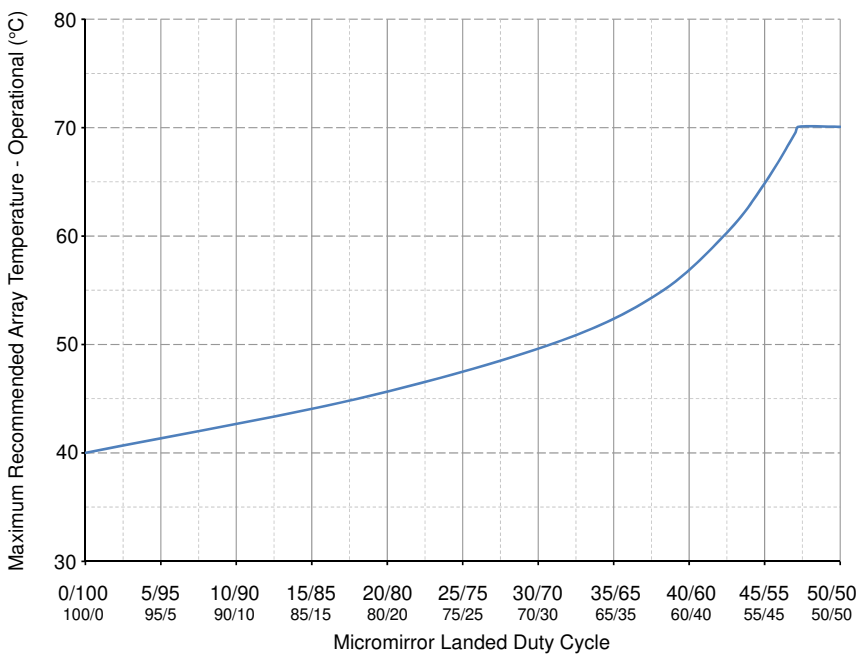
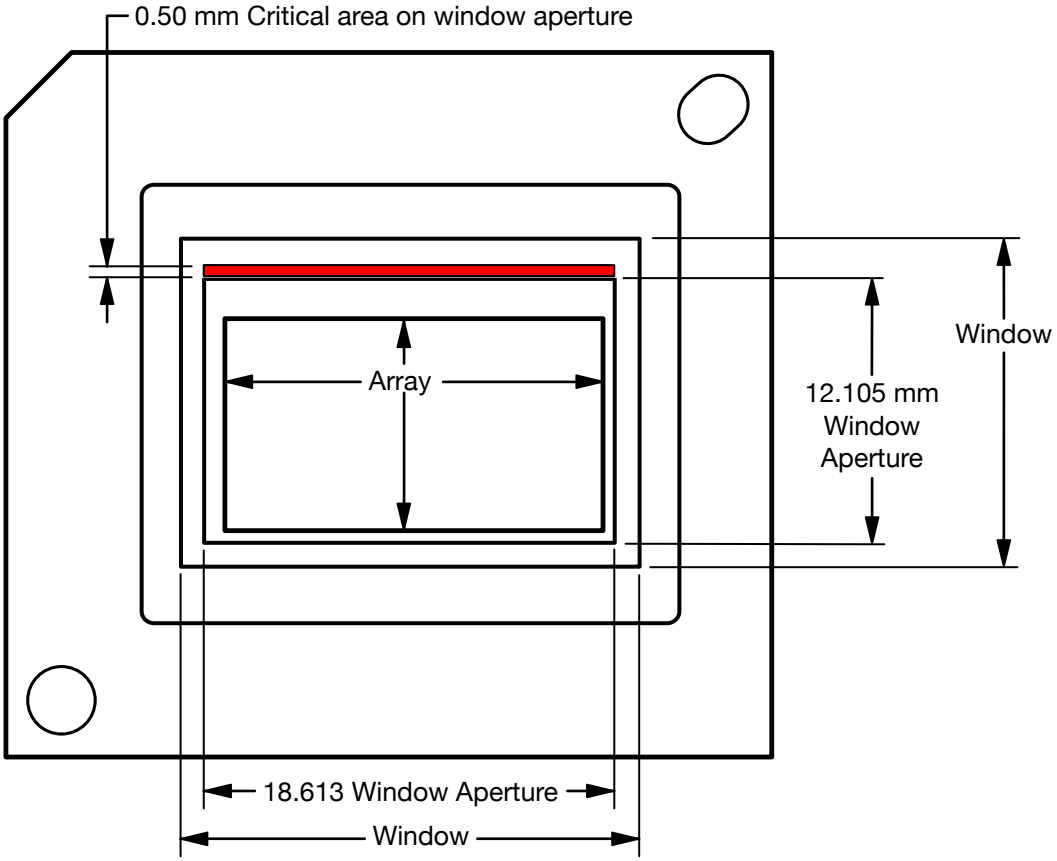

图 6-1. Maximum Recommended Array Temperature - Derating Curve
图 6-2. Illumination Overfill Diagram - Critical Area
(9) Long-term is defined as the usable life of the device.
(10) Per Figure 6-1 the maximum operational array temperature is derated based on the micromirror landed duty cycle that the DMD experiences in the end application. See *Micromirror Landed-on/Landed-off Duty Cycle* for a definition of micromirror landed duty cycle.
(11) Short-term is the total cumulative time over the useful life of the device.
(12) The average over time (including storage and operating) that the device is not in the elevated dew point temperature range.
(13) Exposure to dew point temperatures in the elevated range during storage and operation is limited to less than a total cumulative time of CT_{ELR}.
(14) Applies to region defined in Figure 6-2.
(15) The active area of the DMD is surrounded by an aperture on the inside of the DMD window surface that masks structures of the DMD device assembly from normal view. The aperture is sized to anticipate several optical conditions. Overfill light illuminating the area outside the active array can scatter and create adverse effects to the performance of an end application using the DMD. Minimizing the light flux incident outside the active array is a design requirement of the illumination optical system. Depending on the particular optical architecture and assembly tolerances of the optical system, the amount of overfill light on the outside of the active array may cause system performance degradation.
(16) The maximum allowable optical power incident on the DMD is limited by the maximum optical power density (ILL_{VIS}) and the micromirror array temperature (T_{ARRAY})